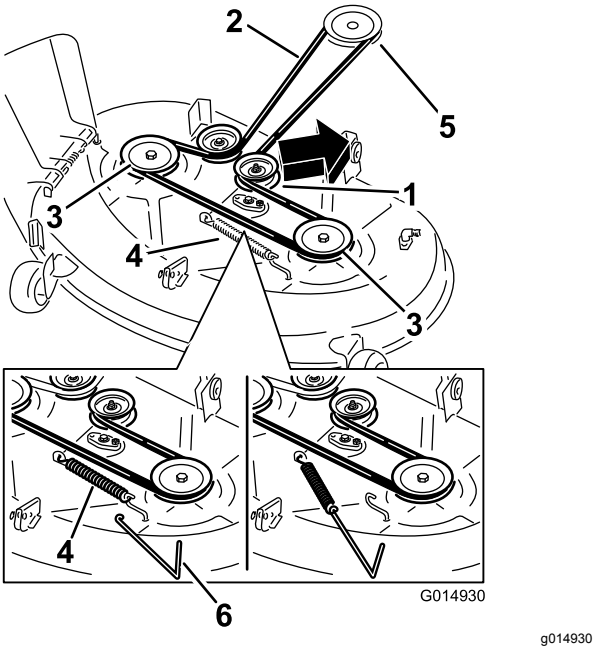

Figur 69
5. Bruke et fjærfjerningsverktøy (Toro-delenr. 92-5771) til å fjerne ledefjæren fra klippeenhetskroken for å fjerne spenningen på lederullen. Dra så remmen av rullene (Figur 69).
6. Legg den nye remmen rundt motorremskiven og klipperskiven (Figur 69).
7. Bruk et fjærfjerningsverktøy til å montere ledefjæren over klippeenhetskroken og tilføre spenning til lederullen og klipperremmen ((Figur 69).